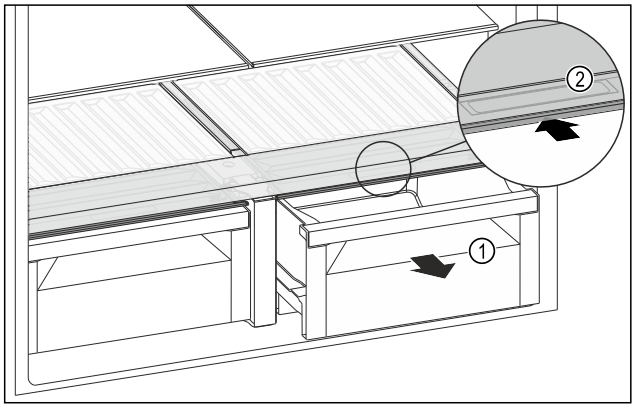

Fig. 142
- ▶ Pull out the drawer *Fig. 142 (1)*.
- ▶ Grip the handle recess *Fig. 142 (2)* on the lid while pulling the lid backward at the same time.